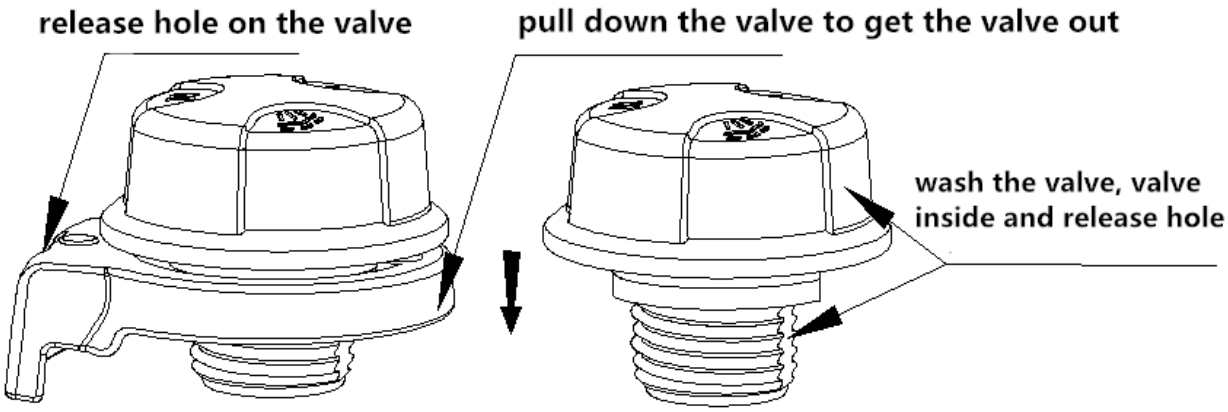

Fig 13 Fig 14
3. Wyjmij gniazdo zaworu i nakrętkę zaworu, odkręcając je przeciwnie do ruchu wskazówek zegara (Rys. 13, 14).